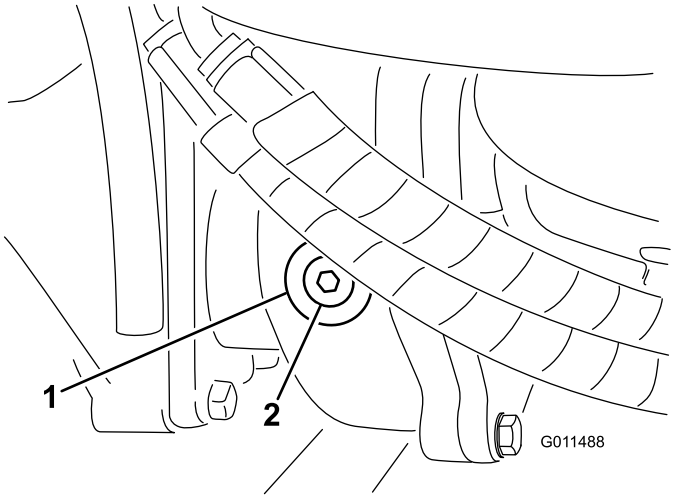

Figura 15
2. Retire o tampão de verificação/enchimento que se encontra na zona esquerda da caixa de engrenagens (Figura 15) e certifique-se de que existe lubrificante até ao fundo do orifício. Se o nível estiver baixo, junte lubrificante suficiente para o nível subir até ao fundo do orifício.